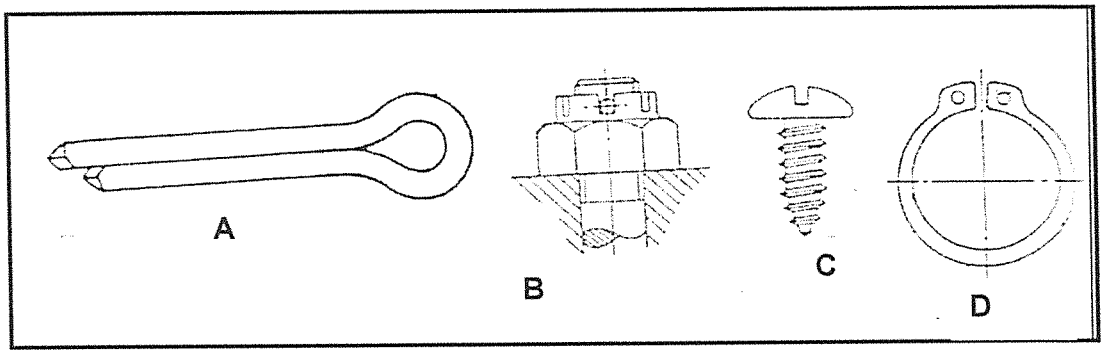

FIGURE 3 (4)
3.5 Write the letters (A–D) in FIGURE 3 in the ANSWER BOOK, identify and write the correct screw thread fastener next to each letter.